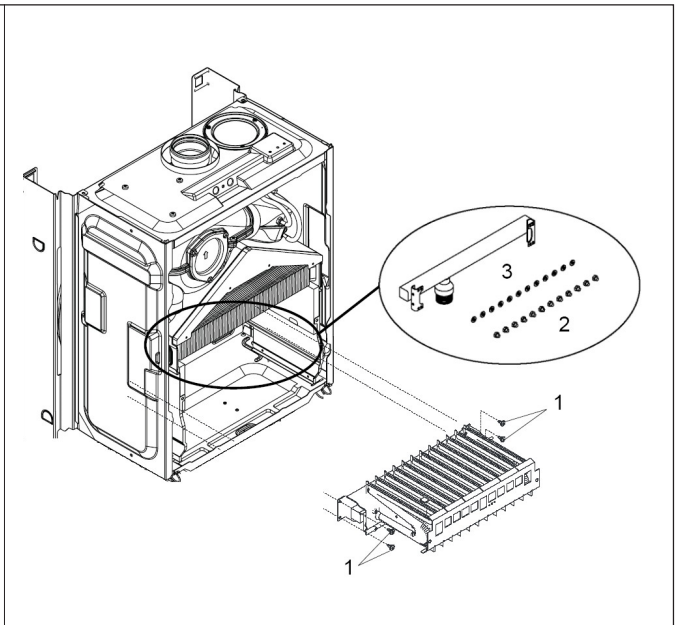

Fig. 26
FIG. 26: locate and remove the four screws which secure the burner in position (1), gently ease the burner out of its location. Once the burner has been removed, the electrode retaining screw can be removed. Locate the burner injectors (2) and remove (if necessary). Replace in the reverse order. **Please note,** the injector sealing washers (3) must be replaced if the injectors have been removed, ensure all seals are in good condition, taking care to ensure they are replaced correctly. Replace in the reverse order.